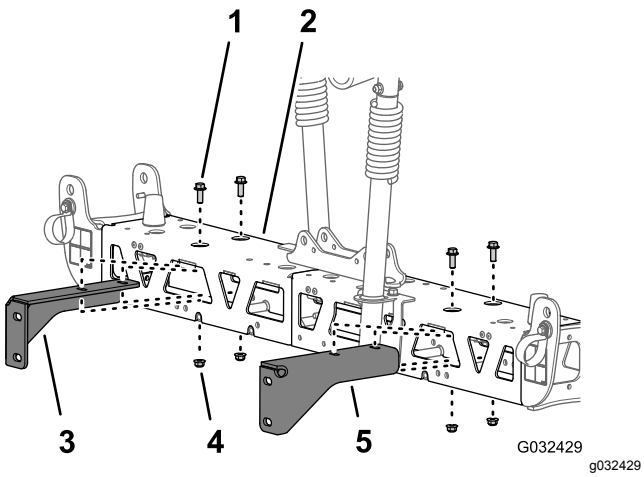

Figuur 49
2. Verwijder de 2 flenskopbouten (3/8 x 1 inch) en 2 flensborgmoeren (3/8 inch) waarmee de steunbeugel aan de middelste spuitboom is bevestigd, en verwijder de beugel (Figuur 49).
3. Verwijder de 2 flenskopbouten (3/8 x 1 inch) en 2 flensborgmoeren (3/8 inch) waarmee de andere steunbeugel aan de middelste spuitboom is bevestigd, en verwijder de beugel (Figuur 49).